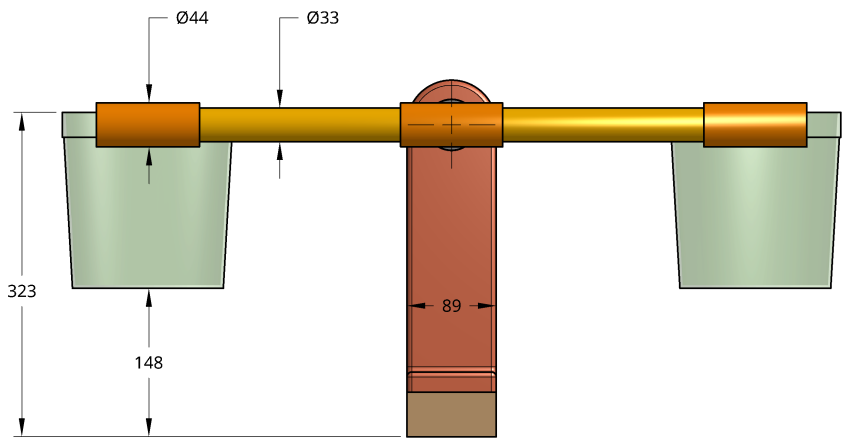

Figure 2: Front view of a seesaw in its neutral position. All dimensions are ± 5 mm.
- ☐ Side views of the seesaws are shown in Figures 2 and 3.